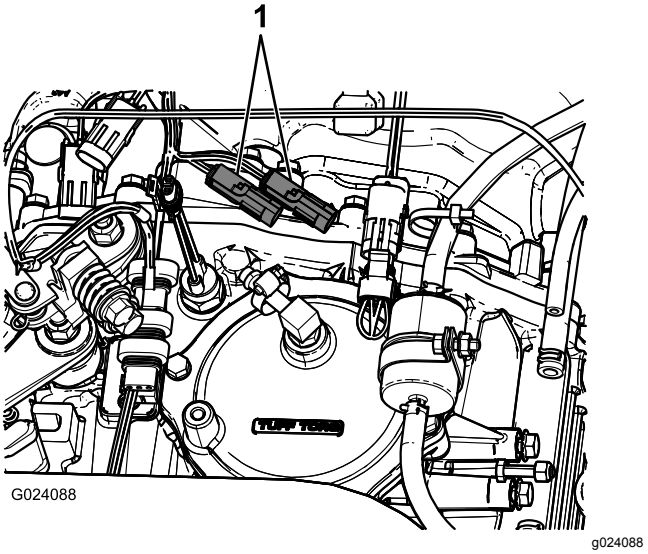

**Figur 16**
2. Ved maskinens transaksel kobler du kontakten med tre pinner i maskinens ledningssats for hastighetssensor til kontakten med tre sokler for sprederens ledningssats for hastighetssensor (Figur 16).